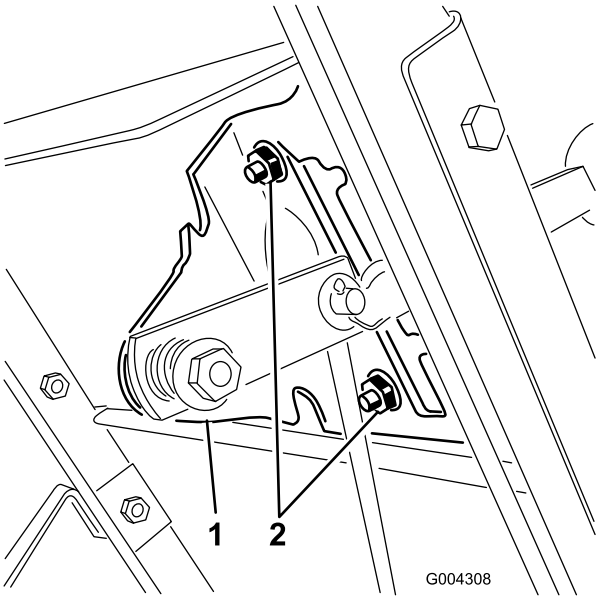

Rysunek 29
3. Zluzuj nakrętki kołnierzowe mocujące płytę wybieraka do panelu sterowania (Rysunek 29).